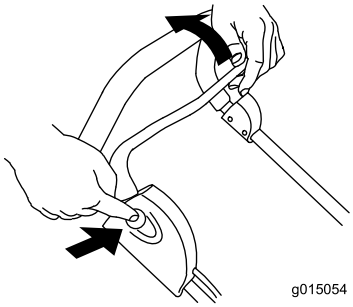

Figuur 10
4. Terwijl u de knop ingedrukt houdt, drukt u de bedieningsstang tegen de handgreep (Figuur 10).